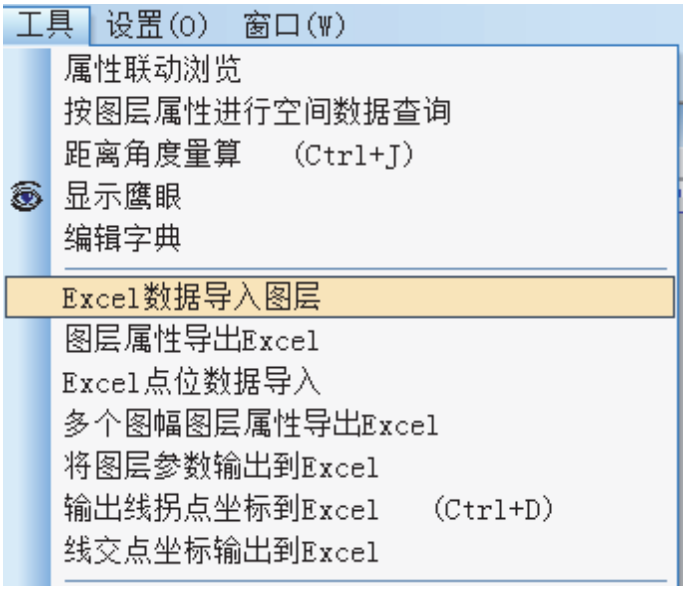

图 4-34
4. 选择菜单“工具”→“Excel 数据导入图层”（见图 4-34）；